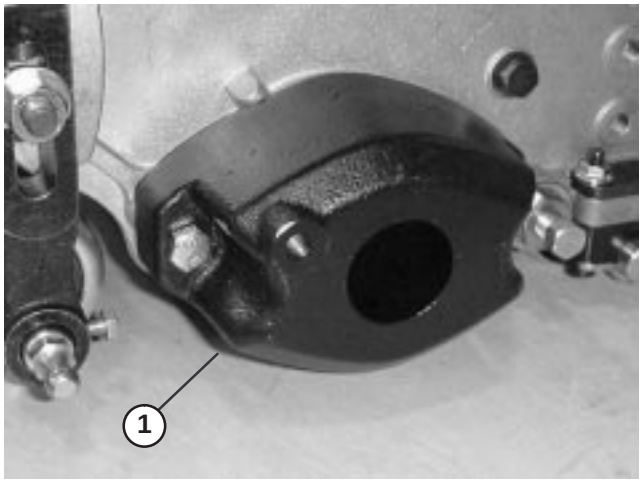

Figure 5
2. Bedknife adjusting screw nut (2)
A. Remove the 2 capscrews securing the counter weight to the left end of the cutting unit. Remove the counter weight (Fig. 5).
E. Apply grease to the inside diameter of the drive coupler. Install the drive coupler to the left end of the cutting unit reel tube with a snap ring (Fig. 5).